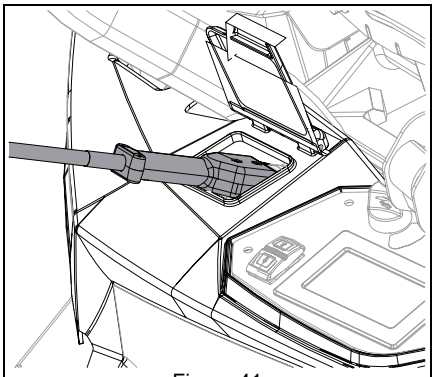

Figure 41
5. Connect charger connector to charging port on the machine. See Figure 41.